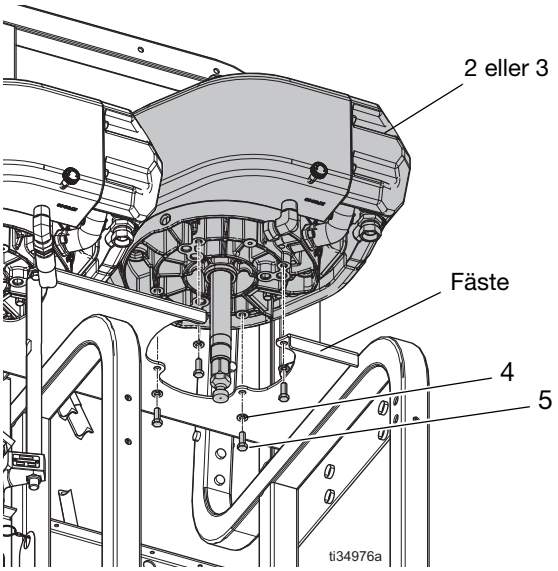

FIG. 7
b. Ta bort monteringsskruvarna (5) och brickorna (4) som håller fast luftmotorn (2 eller 3) vid monteringsfästet. Se FIG. 7 på sidan 29.